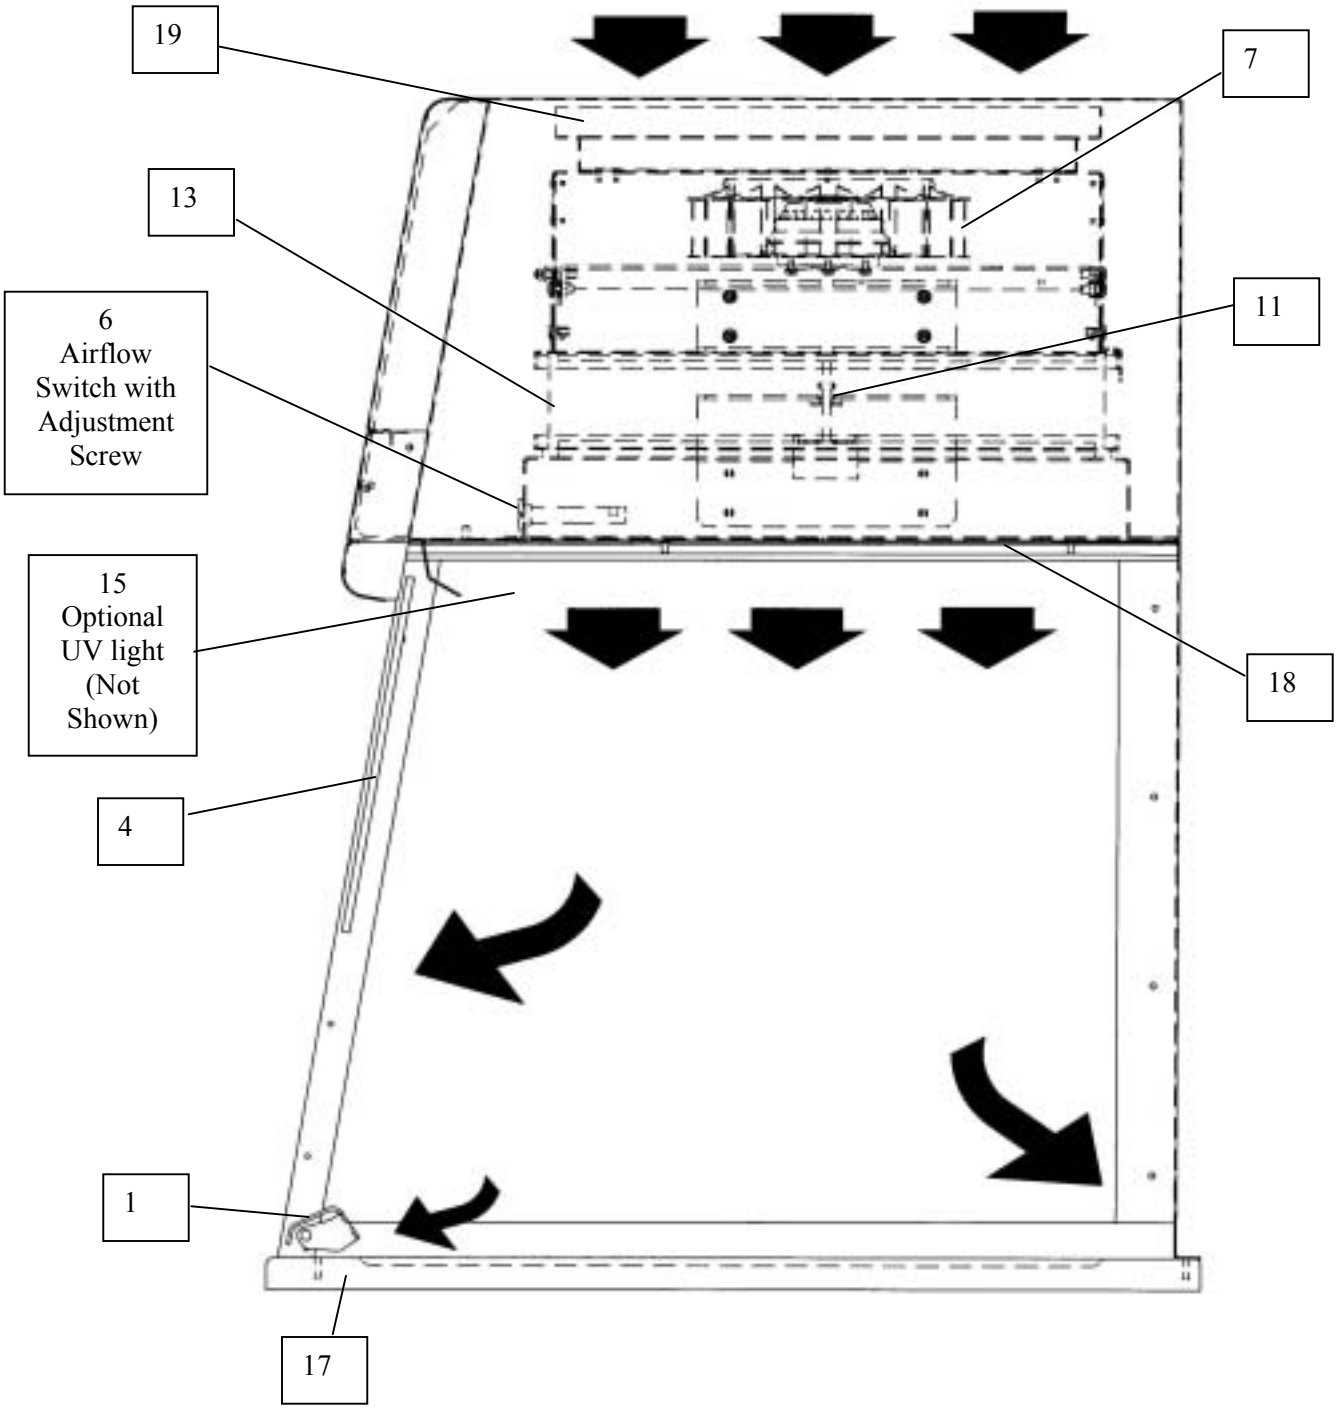

Figure 4-2
The HEPA filter is shipped installed with the gasket on the downstream side. The HEPA filter is leak checked at Labconco. A second leak check is recommended before using the enclosure and at least annually thereafter. Consult your Safety Officer and Chapter 6 for the HEPA Filter Leak Test. See Figure 4-2 for HEPA filter location, HEPA filter gasket, and filter clamp bolts. All seams downstream of the HEPA filter are jacketed by positive pressure. This intrinsically safe design ensures Class 5 conditions inside the Vertical Clean Bench.
7. **Inherently Safe Impeller** has a negative pressure plenum that surrounds the positive pressure impeller so that if a leak should occur, the unfiltered air is captured and refiltered. See Figure 4-2.
8. **Speed Control** regulates the speed of the motorized impeller and is used by the certifier to validate and adjust the downflow velocity. Located behind the front panel. See Figure 4-2.
13. **HEPA (High Efficiency Particulate Air) Filter** is rated to remove 99.99% of all particles 0.3 micron in size. See Figure 4-2.
18. **Upper Diffuser Screen** provides protection for the HEPA Filter and promotes even distribution of downflow air. See Figure 4-2.